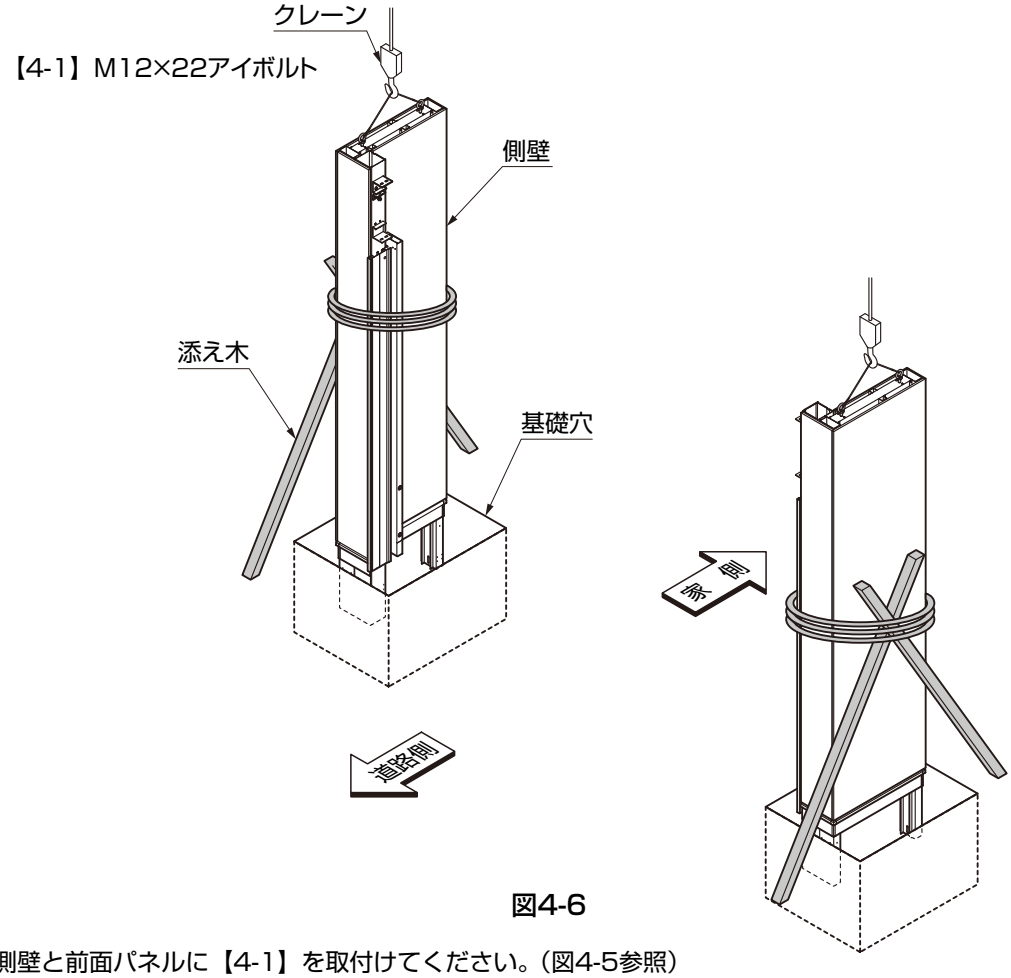

図4-6
②基礎穴に側壁を立てて、添え木等で左右壁ユニットが倒れないように固定してください。（図4-6参照）